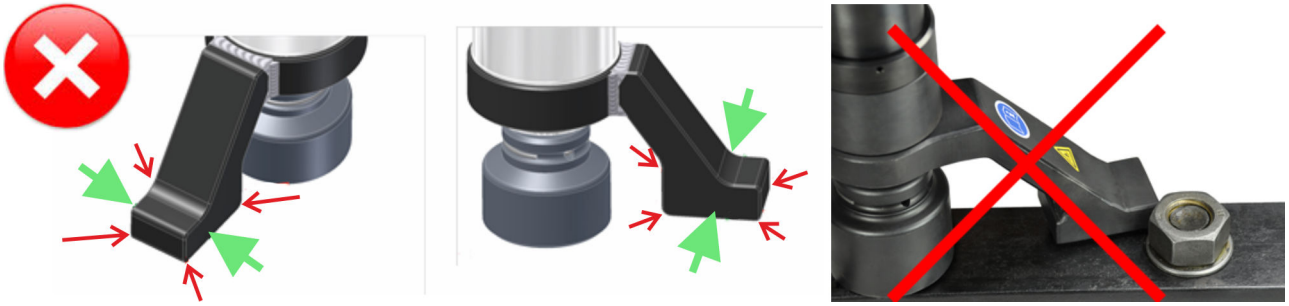

Fig. 24: Reaction arm braced incorrectly
2. Ensure that only the points (Fig. 24) marked with → absorb the torque and are in full contact.